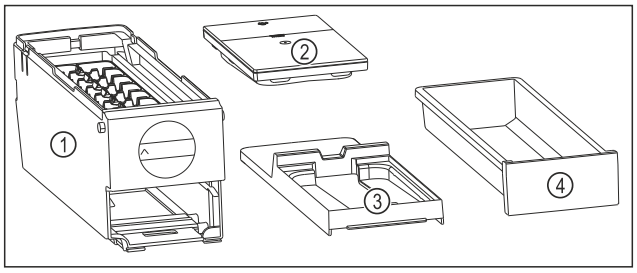

Fig. 112 Componente ale EasyTwist-Ice
- ▷ EasyTwist-Ice este dezasamblat în patru piese. (vezi Fig. 112)
- ▶ Dezasamblați EasyTwist-Ice numai în componentele ilustrate. (vezi Fig. 112)
- ▶ Curățați corpul EasyTwist-Ice *Fig. 112 (1)* ca un întreg.